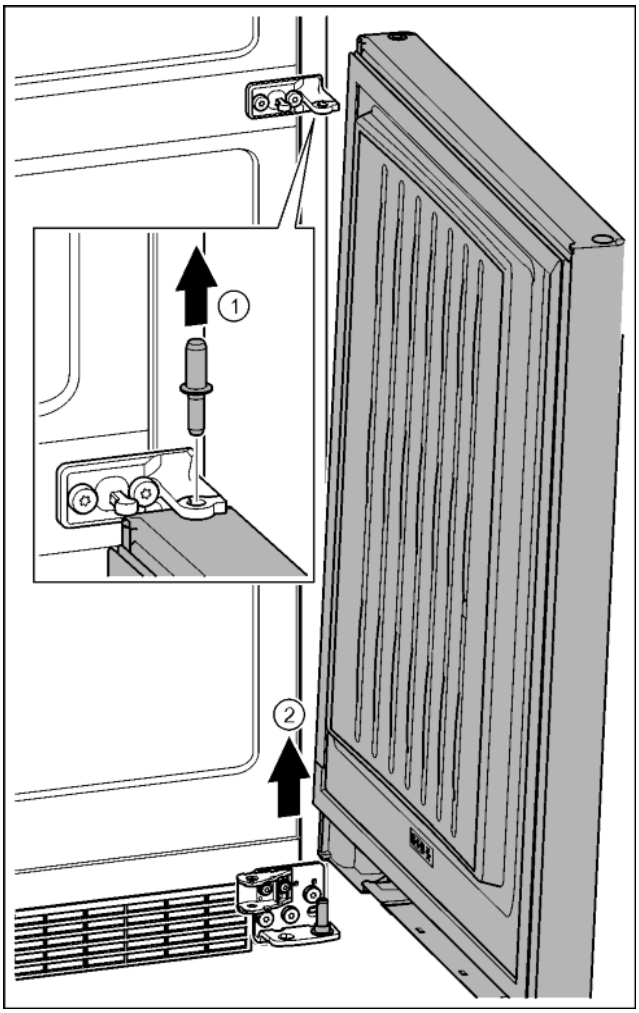

Fig. 27
- ▶ Sortir le boulon par le haut. *Fig. 27 (1)*
- ▶ Faire basculer la porte vers l'extérieur, la tirer vers le haut et la mettre de côté. *Fig. 27 (2)*